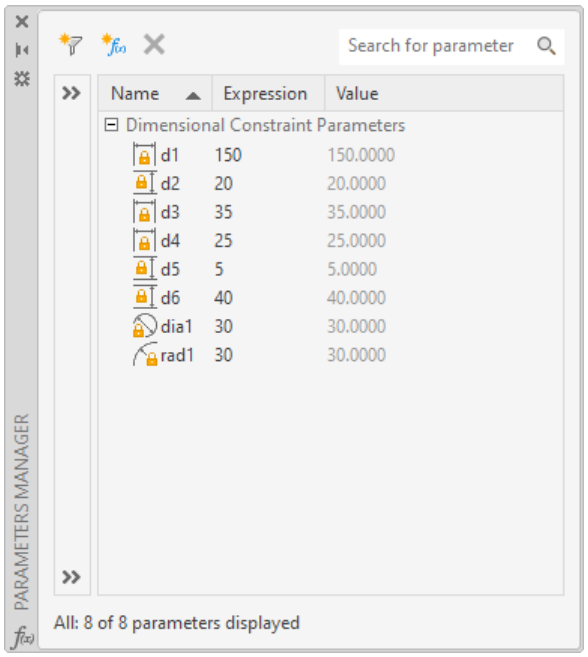

Figure 1-31 *The* ***PARAMETERS MANAGER*** *palette after applying all dimensions*
10. Choose the **Parameters Manager** button from the **Manage** panel; the **PARAMETERS MANAGER** palette will be displayed with the names of dimensional constraints and their values, as shown in Figure 1-31.